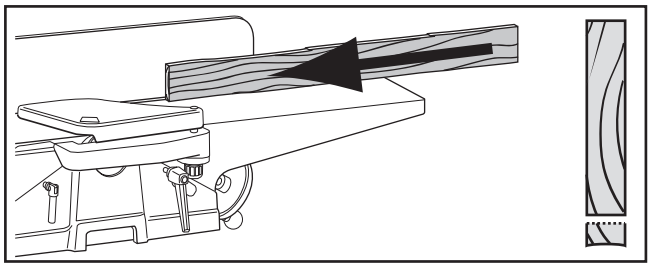

Figure 62. Edge jointing on jointer.
1. Edge joint concave edge of 2x4 flat on jointer, as shown in **Figure 62**.